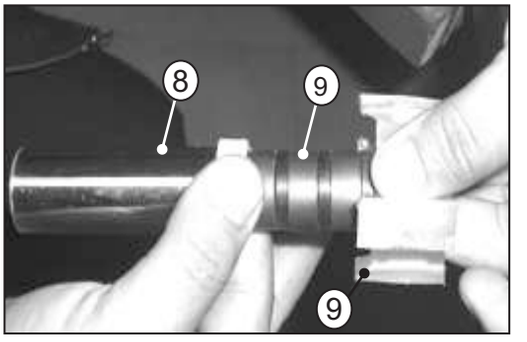

Рис. 5.16d
ВАЖНО: *Не разбирайте магниты (9), так как они установлены в последовательности полярности, которая не должна быть нарушена.(рис. 5.16d).*